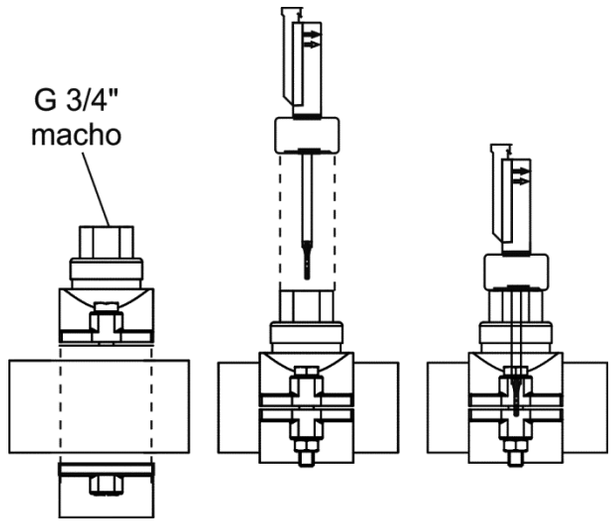

Fig. 4a
1. Instalar verticalmente el detector de flujo FS-1 (interruptor de flujo) suministrado con la unidad usando un collarín de rosca macho de ¾ " (Fig. 4a).